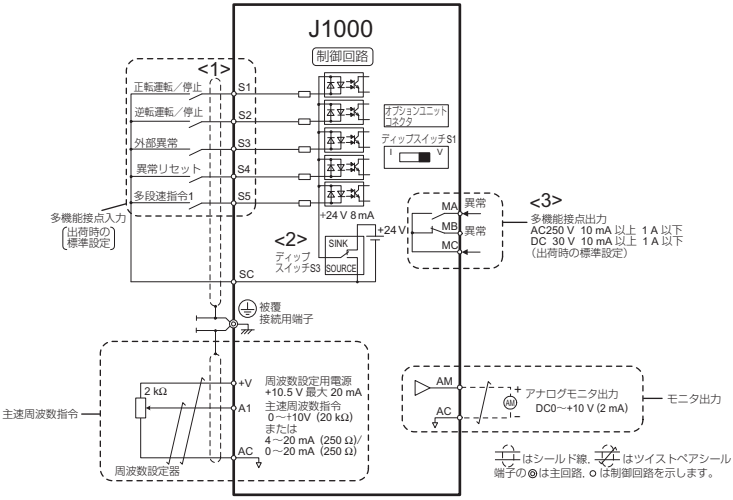

図 3.10 制御回路接続図
多機能接点入力 (S1 ～ S5)，多機能接点出力 (MA，MB，MC とアナログモニタ出力 (AM)) は，H パラメータで設定することにより，様々な機能を割り付けることができます。端子名称欄に記載された（　）内の信号名は，製品出荷時に初期値として端子に割り付けられた機能です。標準接続図については，図 3.10 を参照してください。